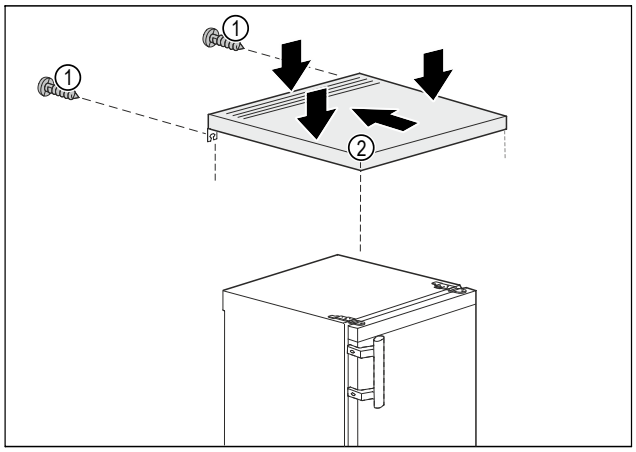

Fig. 4
- ▶ Umístěte stolovou desku *Fig. 4 (2)* na spotřebič.
- ▶ Stolovou desku *Fig. 4 (2)* posuňte dozadu.
- ▶ Stlačte stolovou desku *Fig. 4 (2)* vzadu dolů.
- ▶ Utáhněte šrouby *Fig. 4 (1)* na zadní straně.
- ▷ Stolová deska *Fig. 4 (2)* je namontovaná.